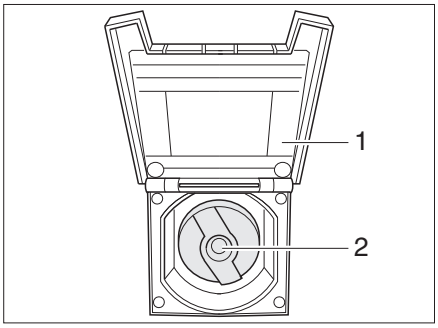

Fig. 135 Cap for the drinking water filler neck
- Open the cover (Fig. 135,1) of the drinking water filler neck.
- Insert the key into the locking cylinder (Fig. 135,2) and turn a quarter turn anti-clockwise.
- Open the drinking water filler neck (Fig. 135).